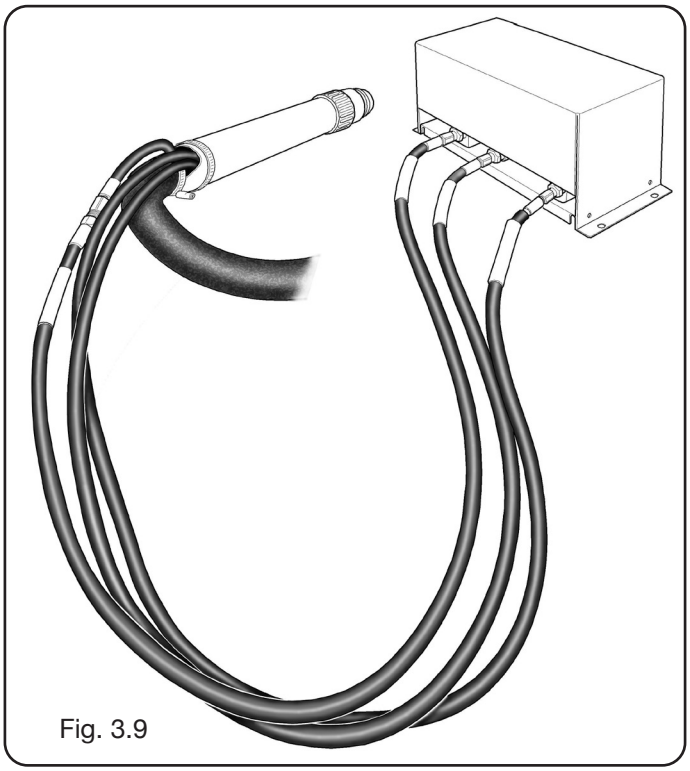

Fig. 3.9
• Connect the bundle of pipes emerging from the torch to the PVC valve console (Item No 469), tightening them to the respective gas outlets and following the order indicated by the pipe markings (see Fig. 3.9).